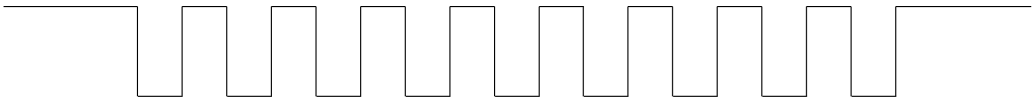

图 38-4. 主机时钟负向波形
- **场景三：** 主机发送的时钟非自由运行时钟，且其时钟波形如图 38-4 所示。